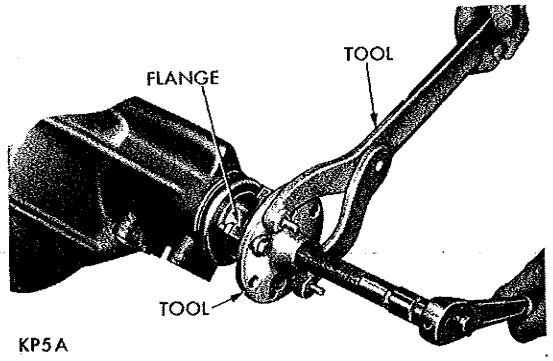
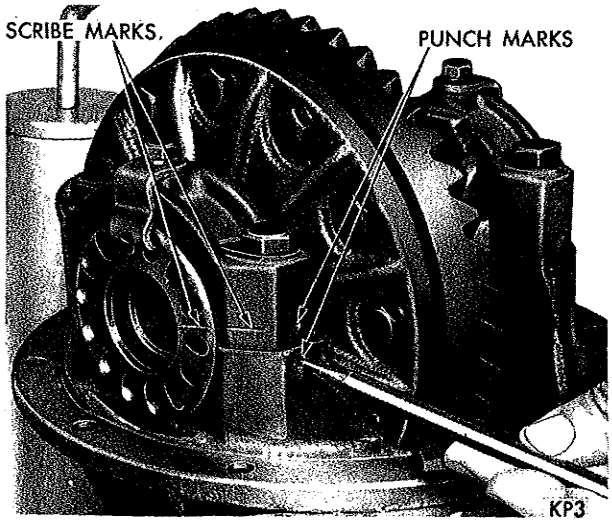

*Fig. 16—Removing Companion Flange*
*Fig. 17—Marking Bearing Caps and Adjusters*
(3) With Tool C-3281 hold companion flange and remove drive pinion nut and Belleville washer.
(4) Install companion flange remover Tool C-452 and remove flange (Fig. 16).
(5) Using a screwdriver and hammer, remove the drive pinion oil seal from the carrier.
(6) While holding one hand over nose end of carrier, invert carrier in stand. The front pinion bearing cone, shim pack and bearing spacer (where used) will drop from carrier.
(7) Apply identifying punch marks on differential bearing pedestals of carrier, differential bearing caps and bearing adjusters for reassembly purposes (Fig. 17).
(8) Remove both differential bearing adjuster lock screws and locks.
(9) With a ¾ inch socket, loosen bearing cap bolts (one on each side) and back off bearing adjusters slightly using spanner wrench Tool C-406A; to remove differential bearing preload. Remove bearing cap bolts, caps and bearing adjusters.